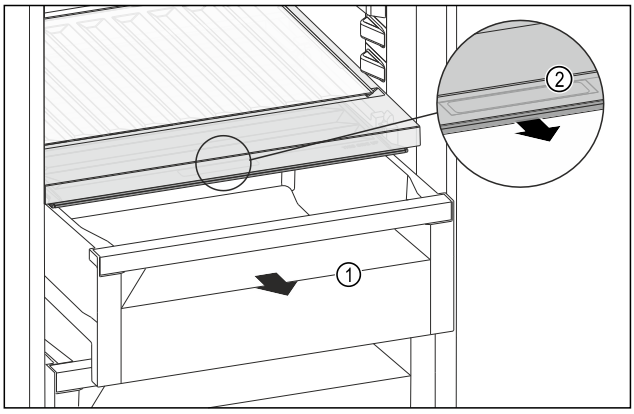

Fig. 120
▶ Træk skuffen *Fig. 120 (1)* ud.
▶ Tag fat i grebsforsænkningen *Fig. 120 (2)* i bokslåget, og træk samtidigt bokslåget frem.